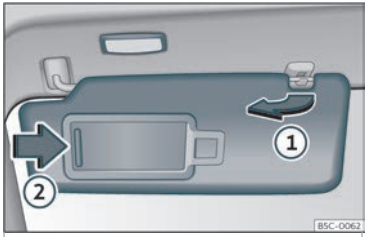

Abb. 98 Sonnenblende.
- Die Sonnenblende kann aus der Halterung herausgezogen und zur Tür››› **Abb. 98** ① geschwenkt werden.